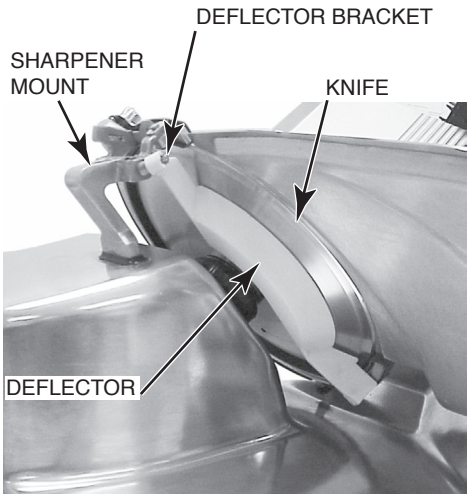

Fig. 16
- **Deflector** — Assists in deflecting sliced product to the platter during slicing. The DEFLECTOR (Fig. 16) fits on the DEFLECTOR BRACKET located on the SHARPENER MOUNT.
Replace the Deflector, if present, below the Knife (Fig. 16); also, refer to page 3.